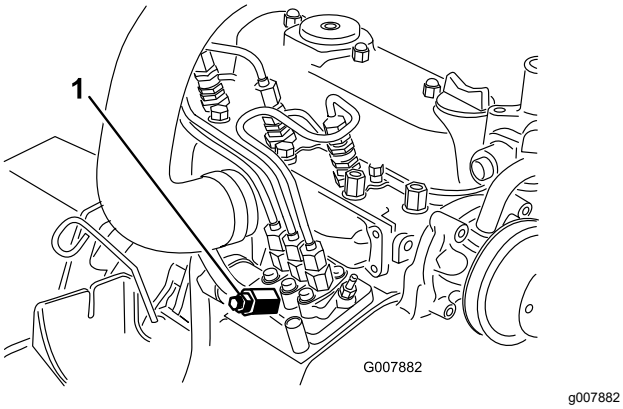

Figura 37
3. Mettete un cencio sotto la vite di spurgo dell'aria, sulla pompa d'iniezione del carburante, ed apritela (Figura 37).